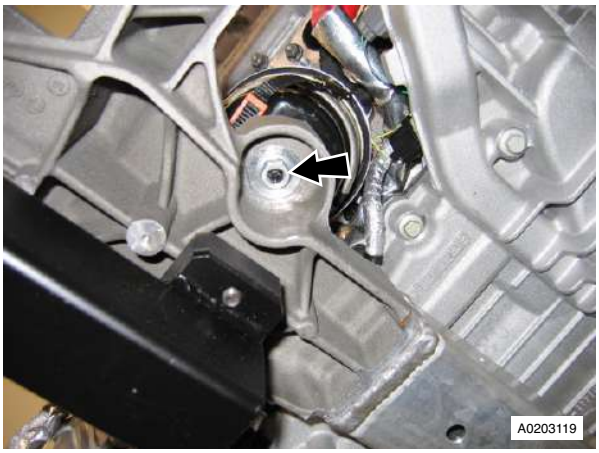

Fig. 1
2. Remove engine mount lower fixing (nut x1) (see Fig. 1 - RHS shown).